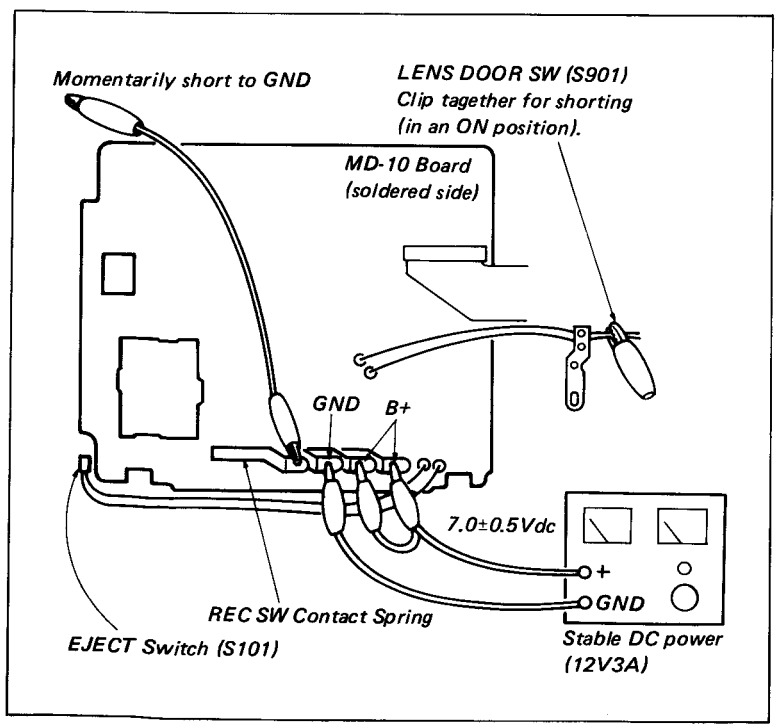

Fig.1
1) Supply 7.0±0.5V from the stable DV power supply to the power supply contact point spring. (See Fig. 1)